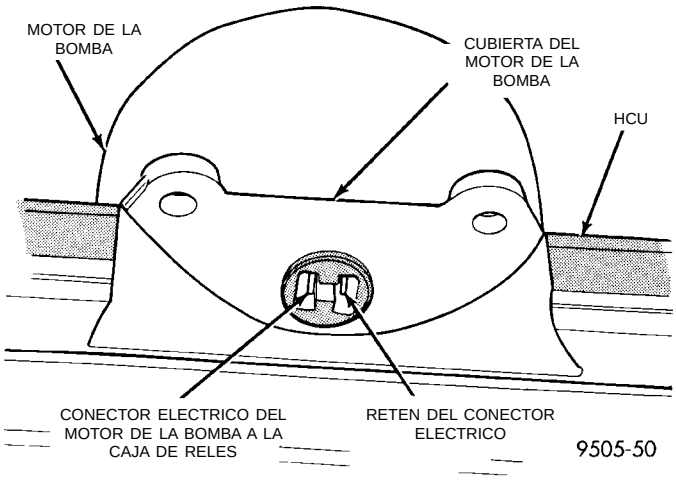

Fig. 26 Retén de conexión eléctrica del motor de la bomba a la caja de relés
(1) Asegúrese de que el retén del conector eléctrico (Fig. 26) esté instalado en la cubierta del motor de la bomba antes de instalar la caja de relés. Si el retén